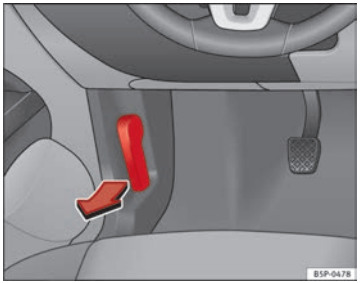

Fig. 156 Detail of foot-well area on driver side: lever for unlocking the bonnet.
– To release the bonnet, pull the lever under the dash panel ⇒ Fig. 156 in the direction indicated (arrow). The bonnet will be released by a spring action ⇒ ⚠.